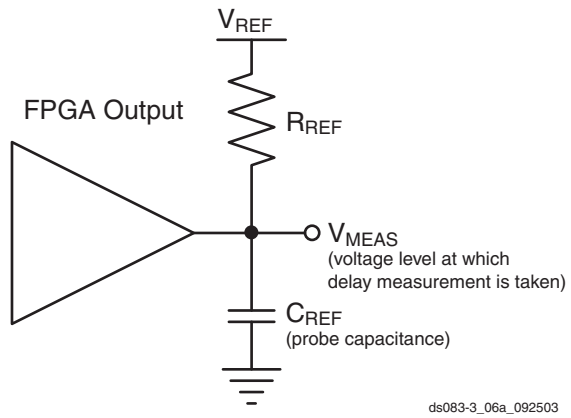

Figure 1: **Generalized Test Setup**
5. Note that this is an input voltage reference that bears no relation to the V_{REF} / V_{MEAS} parameters found in IBIS models and/or noted in Figure 1.
Output delays are measured using a Tektronix P6245 TDS500/600 probe (< 1 pF) across approximately 4" of FR4 microstrip trace. Standard termination was used for all testing. (See ***Virtex-II Platform FPGA User Guide*** for details.) The propagation delay of the 4" trace is characterized separately and subtracted from the final measurement, and is therefore not included in the generalized test setup shown in Figure 1.